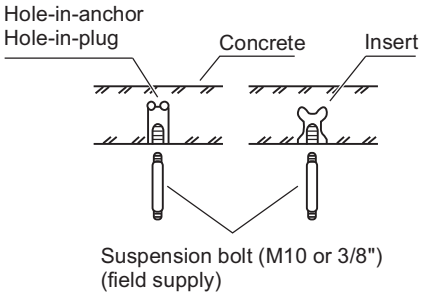

Fig. 1-7
(1) Fix the suspension bolts securely in the ceiling using the method shown in the diagrams (Figs. 1-7 and 1-8), by attaching them to the ceiling support structure, or by any other method that ensures that the unit will be securely and safely suspended.